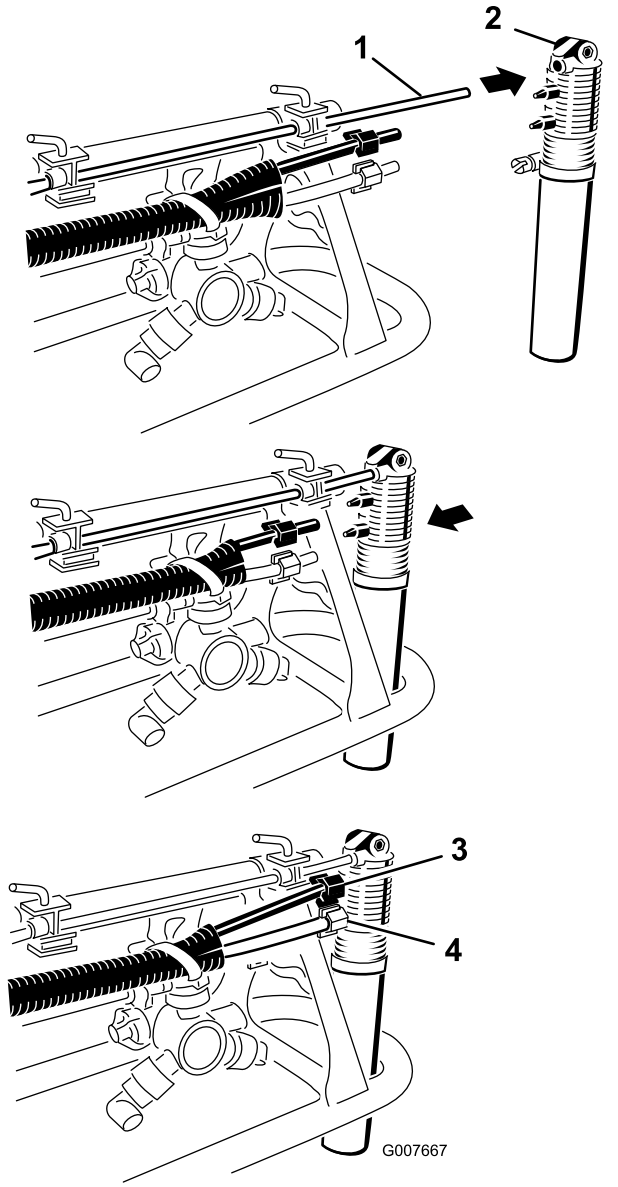

图14
6. 找出散装零件中的泡沫喷嘴。如（图14）所示将喷嘴安装至支撑棒上。